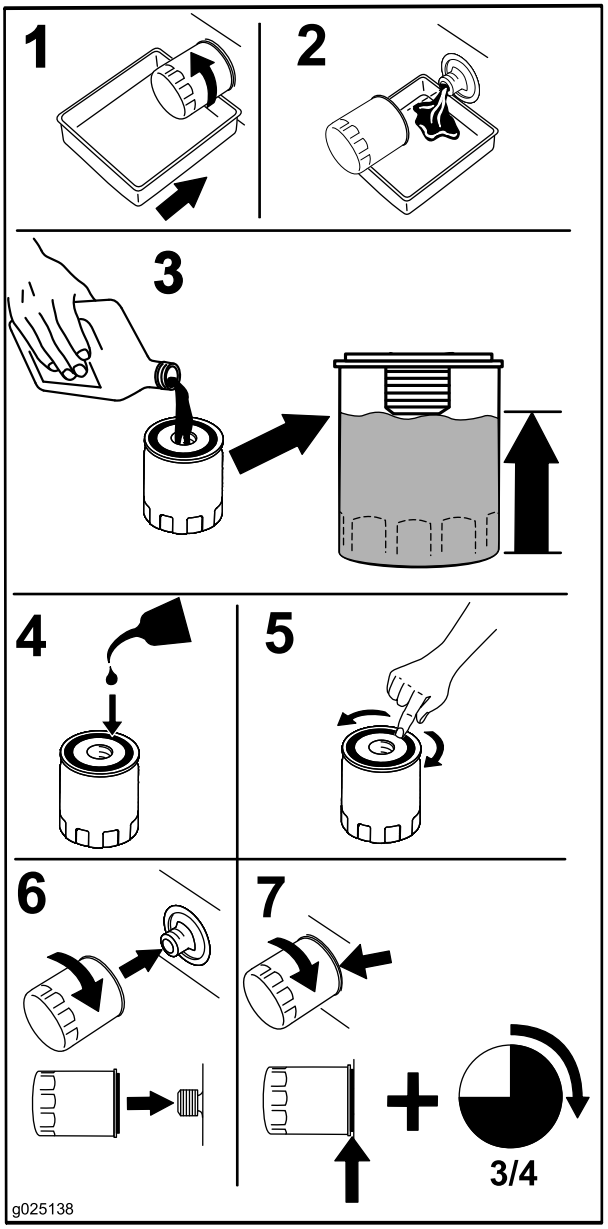

Figuur 41
2. Vervang het motoroliefilter (Figuur 41).